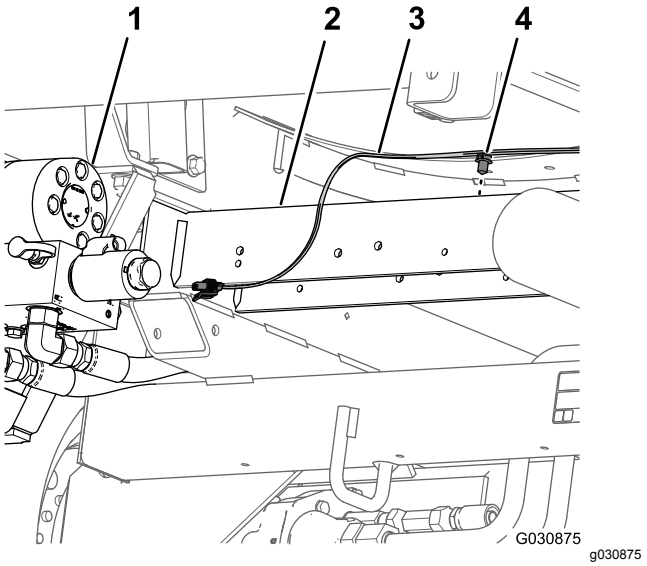

Figur 59
6. Fjern skubbefastgørelsesanordningen, der fastgør det bageste ledningsnet (Figur 59) til hullerne i det bageste krydsrør (bagud for hydrauliktraktionsmotorerne).